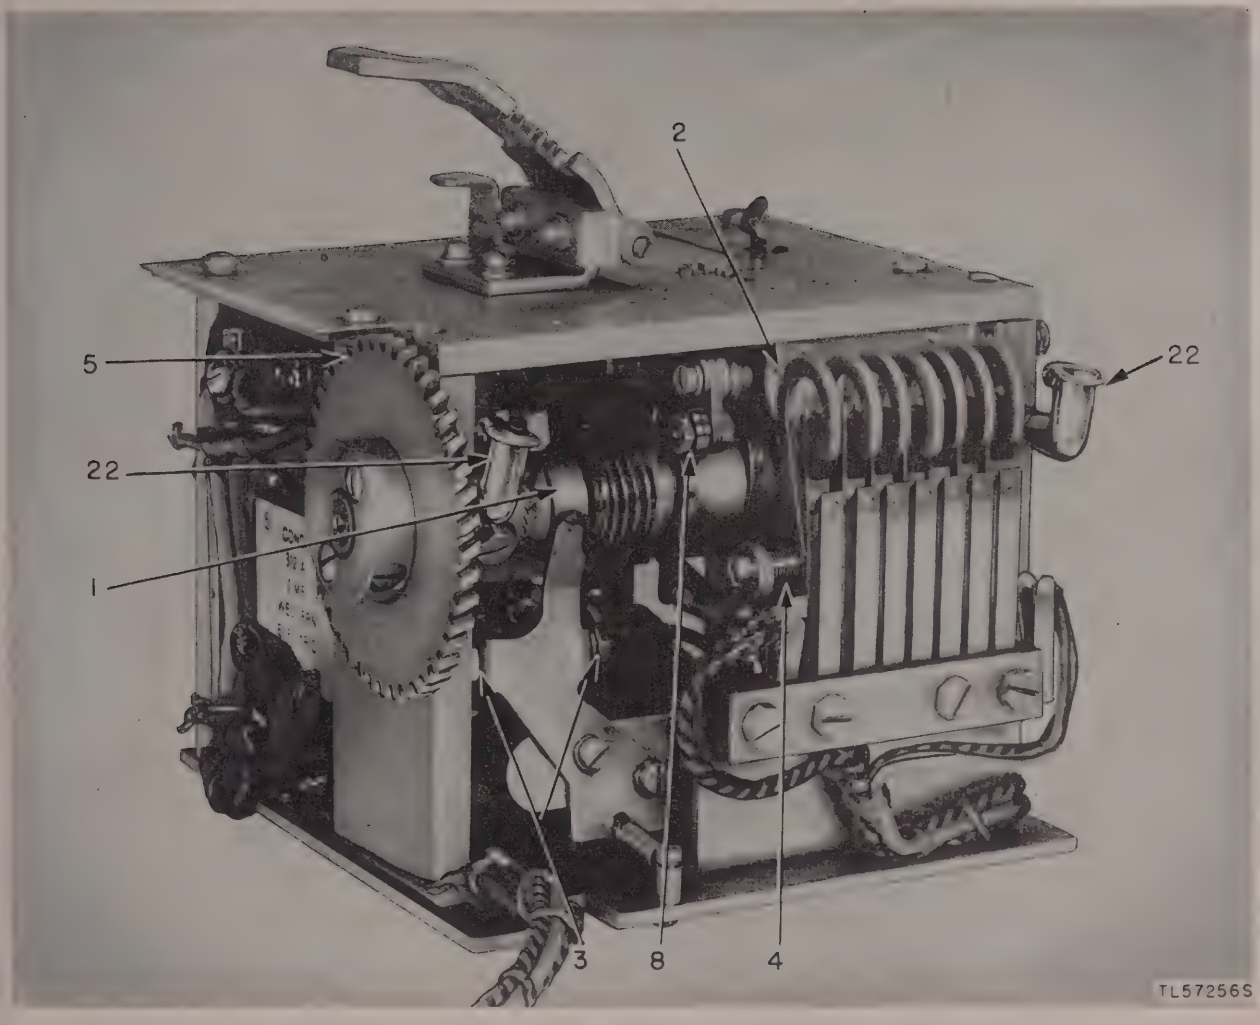

Figure 33. Individual transmitter distributor, lubrication points.
a. General. The location of the multiple transmitter distributor parts to be lubricated is shown in figures 33 through 35. The type of lubricant to be used and specific instructions for lubricating each part are given in paragraph 88*d*. Do not lubricate the equipment with the motor running. Do not apply lubricants in excess of the quantities recommended, and wipe off excess oil.
(1) Disconnect power and line cords from the console and place the multiple transmitter distributor on a bench or other suitable place.
(2) Remove the card-holder bracket from the front of the unit by loosening the two knurled nuts.
(3) Remove the motor cover and the distributor cover and side plates by unscrewing the retaining screws. *Do not remove the screws that secure the top plates of the individual transmitter units.*
(1) For more working room, the individual transmitter units may be removed from the base by removing the mounting screws that secure each to the base. Loosen the screws on the terminal strip and disconnect the transmitter distributor leads, taking note of their positions. Remove the two front screws and just loosen the rear one. Slide the transmitter distributor unit toward the front to clear the rear mounting screw.
(2) Remove the cam felt oil wick mounting bracket by unscrewing the mounting-bracket screw on the side of the unit.
(3) Disconnect the tape-out operating-lever spring and the selector-lever bail spring. Remove the two screws that fasten the contact bracket to the bottom plate. Access to these screws is from the under side of the bottom plate. Swing the contact bracket and assembly free, taking care not to put stress on the connecting wires.
(4) When further disassembly is required for routine cleaning of unit, remove the bottom plate. This can be accomplished by removing the top plate screw that secures the post to which the filter assembly is fastened. Disconnect the feed-pawl spring, release-bar spring, and the armature spring. Turn the unit bottom-side up and remove the screws which fasten the side frames to the bottom plate. Remove the screw that fastens the post to the bottom plate (do not remove the screw which fastens the post to which the filter is attached). Carefully ease top and bottom sections apart. All of the wiring will be located on the bottom section and most of the mechanical parts will be located on the top section.
(5) Further disassembly of individual parts now may be accomplished if desired. However, if care is used in the cleaning process further disassembly is not necessary. Be careful not to get any of the cleaning fluid on the magnet coils or the filter coils when cleaning the bottom section.
(6) To clean the bottom section, use a clean cloth, brush, and solvent (SD). Wipe off all accessible grease and oil with a cloth dampened in solvent (SD). Clean the places that are not accessible to the cloth by brushing and flushing (use care when flushing). Wipe dry with clean cloth.
(7) The top section may be cleaned by wiping accessible places on the section free of grease and oil. As there are no electrical parts or connections in the top section, a brush may be used freely, followed by flushing in clean solvent (SD). Thoroughly dry with a clean lint-free cloth.
(8) Reassemble the unit in the reverse order that it was disassembled. Check the adjustments (pars. 169 through 218).
(9) Lubricate the transmitter units as specified in paragraph 88*d* and figures 33 through 35.
d. Transmitter Unit (figs. 33 through 35). On each transmitter unit, lubricate the points listed in the following chart: